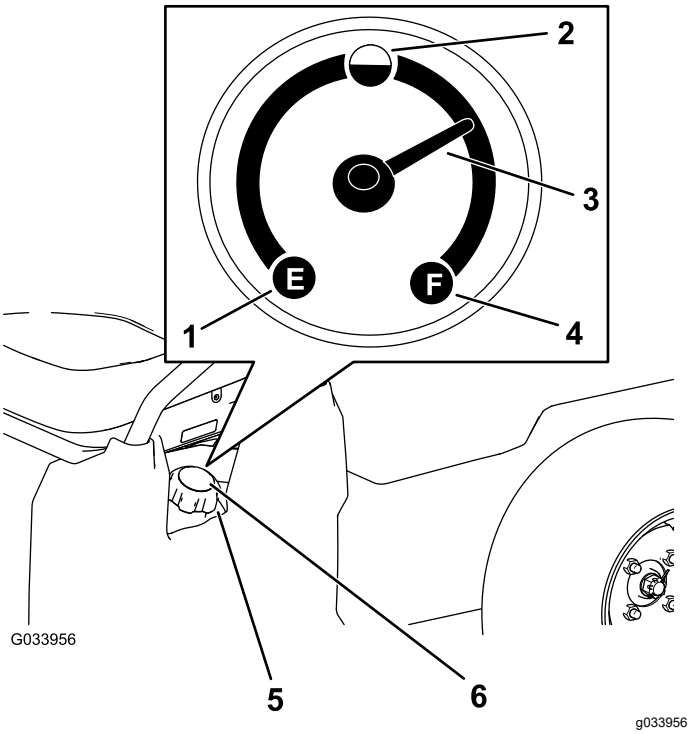

Figur 14
4. Rengör området runt tanklocket (Figur 14).